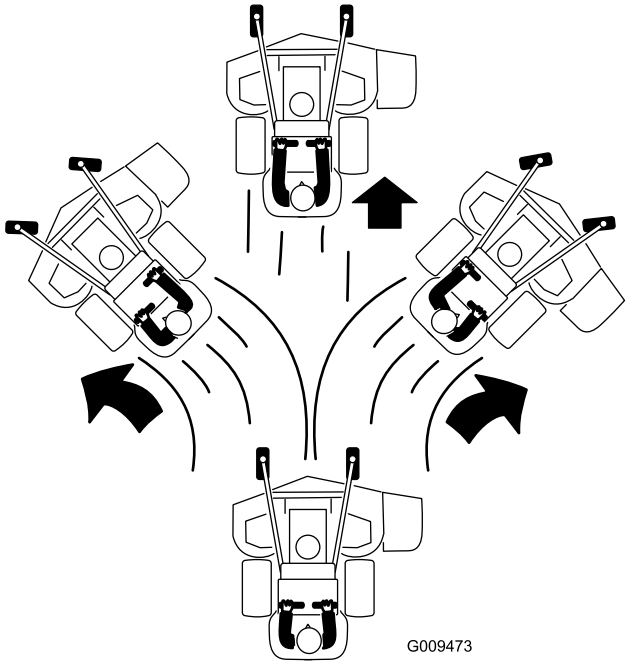

Figur 23
4. Flytta långsamt rörelsereglagespakarna framåt (Figur 23).